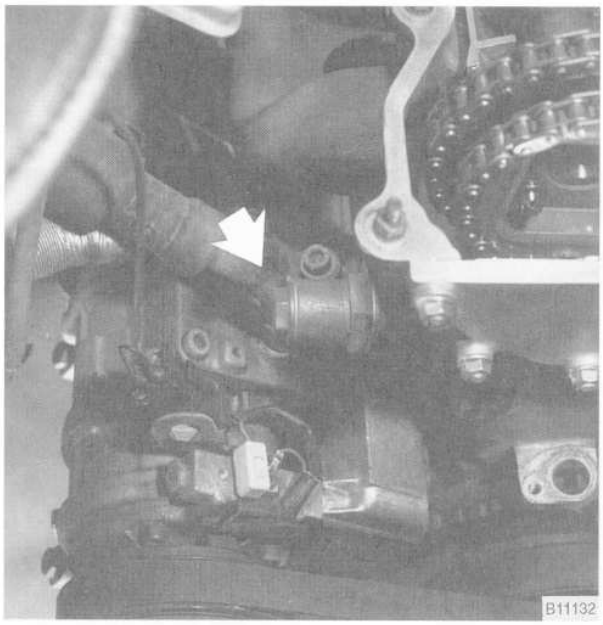

Fig. 17. Primary timing chain tensioner (**arrow**).
32. Remove the primary timing chain tensioner from the side of the cylinder head. See Fig. 17.